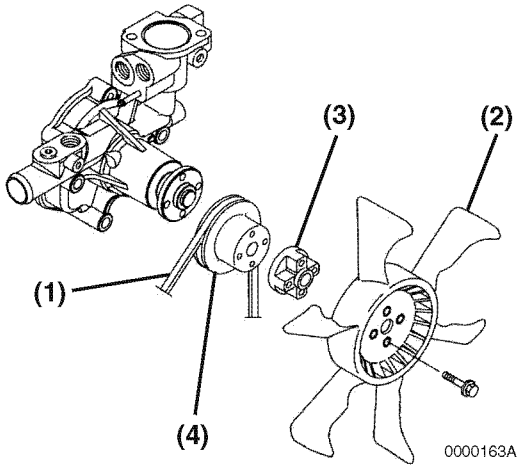

Figure 7-35
13. Reinstall the coolant pump V-pulley **(Figure 7-35, (4))**, spacer **(Figure 7-35, (3))** (if equipped) and engine coolant fan **(Figure 7-35, (2))**.
14. Reinstall the cooling fan V-belt **(Figure 7-35, (1))**. Adjust it as described in *Check and Adjust Cooling Fan V-Belt on page 5-22.*